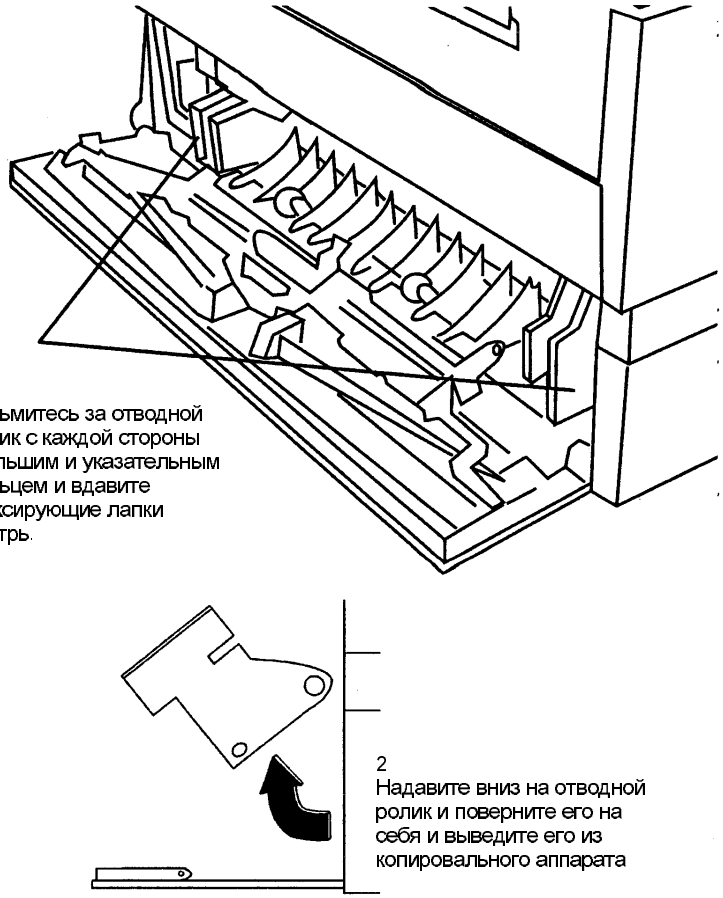

Рис. 3. Демонтаж отводного ролика.
4. Снимите отводной ролик лотка 2 (Рис. 3).